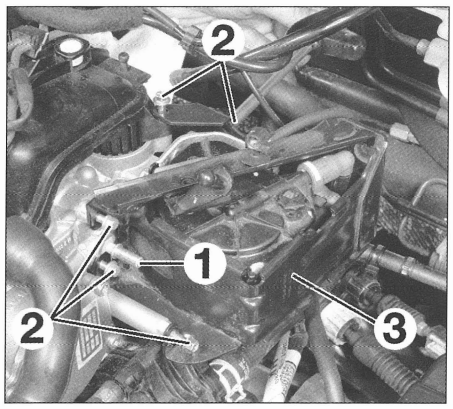
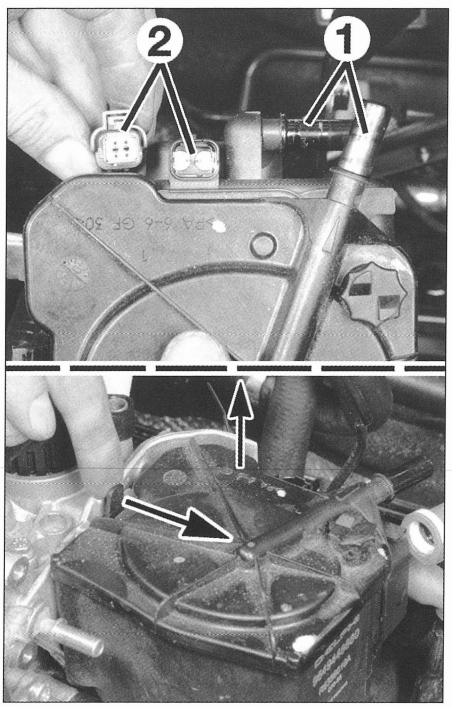

FIG. 38
FIG. 39
- los rácores de depresión de la bomba de vacío (1) **(fig. 38)**.
- los tornillos de fijación (2) de la chapa de protección del filtro de combustible (3).
- las tuberías de combustible (1) **(fig. 39)**.
- el conector (2) del calefactor.
. Desengrapar y desmontar el conjunto filtro de gasoil **(fig. 39)**.